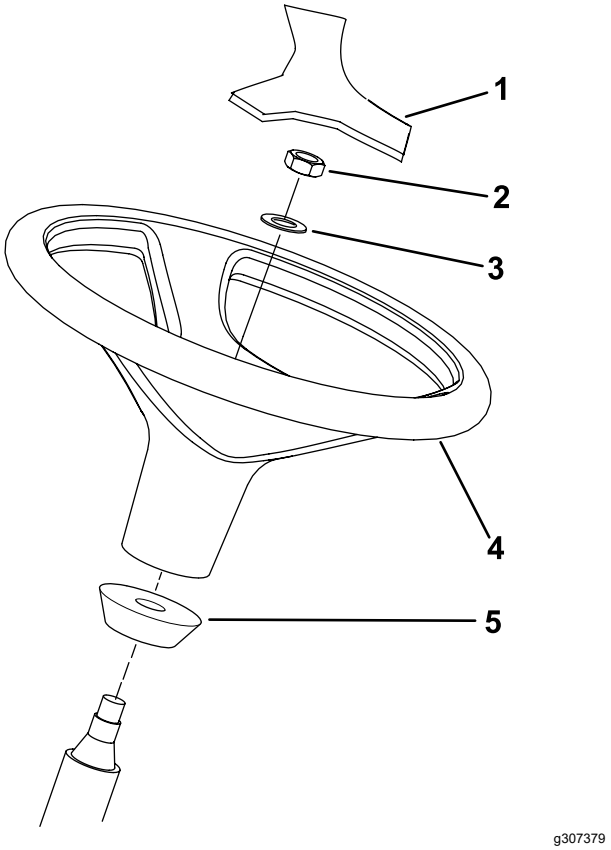

Figur 13
1. Tag rattet ud af det understøttende forsendelsesmateriale (Figur 13).
Bemærk: Kontroller, at skumkraven forbliver på rataksien (Figur 13).
3. Skub rattet og skiven på rataksien (Figur 13).
5. Monter dækslet på rattet (Figur 13).